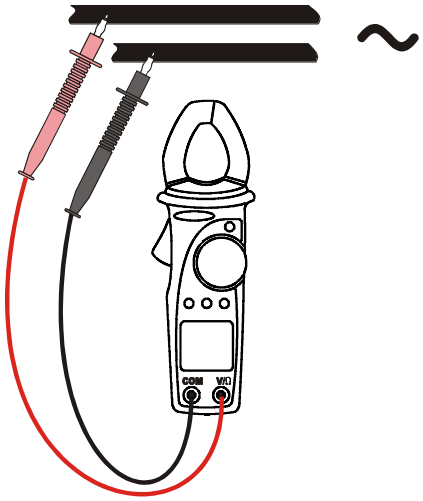

Fig. 6: Medição de frequências através dos terminais.
4. Colocar as ponteiras nos pontos pretendidos do circuito em exame (ver Fig. 6). O valor de frequência do sinal na entrada é apresentado no display.